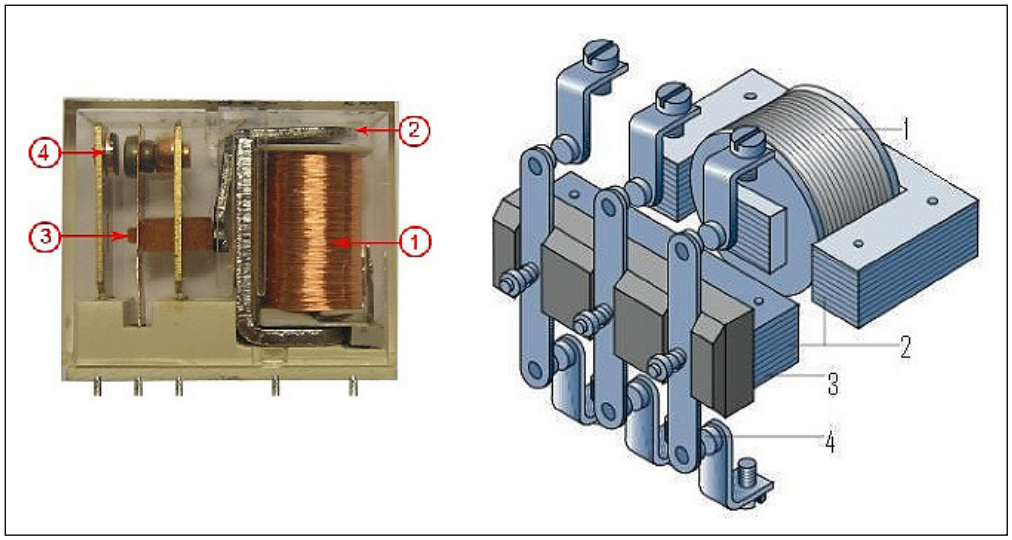

Figura 1: Vista interna di un relè e di un contattore
É quindi un dispositivo in grado di pilotare in uscita un circuito di maggiore potenza rispetto al circuito di ingresso, e dunque possiamo distinguere generalmente i relè in due grandi famiglie: i relè propriamente detti che possono pilotare a seconda del tipo da pochi milliampere a decine di ampere e i contattori per potenze più elevate. In Figura 1 vediamo uno spaccato di entrambi, a sinistra il tipico relè: (1) una bo-